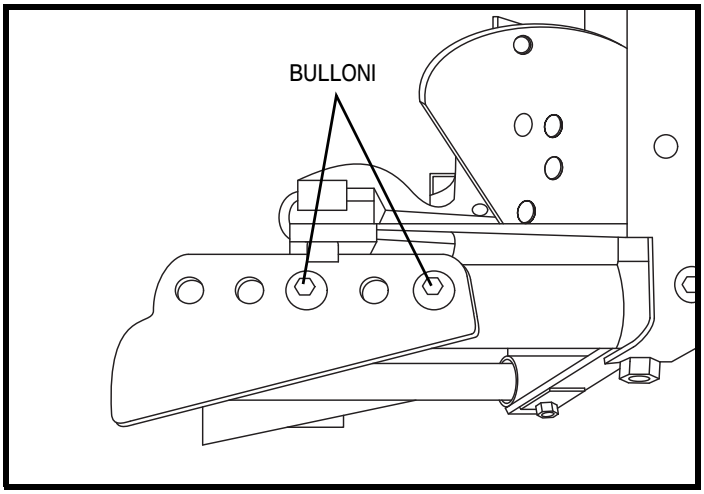

Figura 55. Blocco guida di Kids FAST in posizione 2
- Per profondità del sedile uguale o maggiore di 25,4 cm, i blocchi guida devono trovarsi in posizione 2. **Vedere la figura 55.**